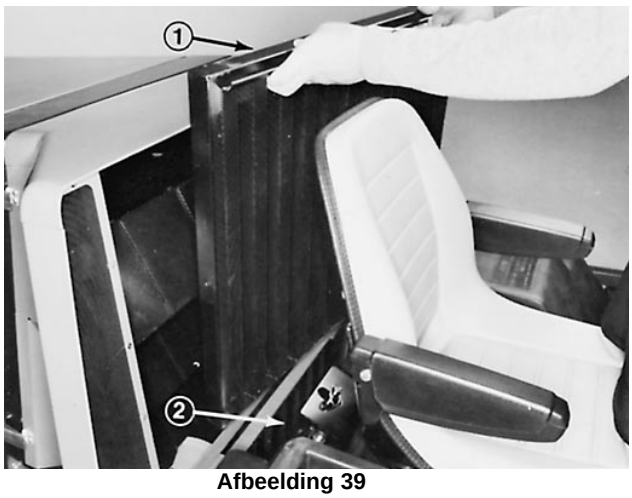

Afbeelding 39
B. Verwijder de bovenste en de onderste grille (Afb. 39).